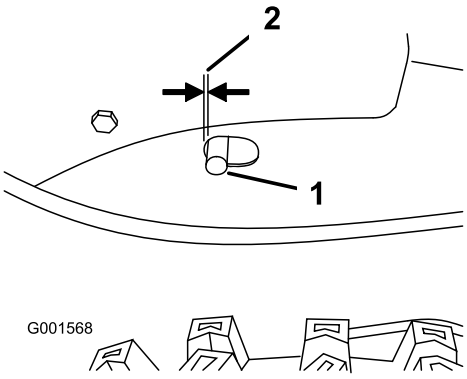

Figuur 30
2. Met uitgeschakelde tractiehendel: controleer de pen in de sleuf aan de linkerkant van de machine, boven het wiel(Figuur 30).
Opmerking: Er moet een tussenruimte van 6 mm zijn tussen de zijkant van de sleuf en de pen (Figuur 30).